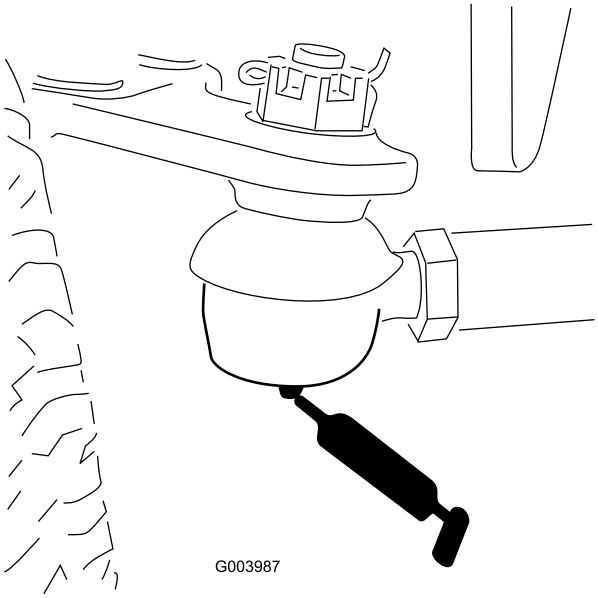

Figur 45
- Bageste akselforbindelsesstang (2) (Figur 45)